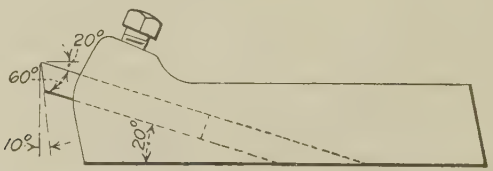

FIG. 52.—Tool bit is held in the holder at an angle of 20 deg. to give the front rake.
In lathe tools it usually is necessary to have the top of the tool on a double slope, from the front and from the side, otherwise the cutting angle will not be acute enough. Also, having the double slope causes the chip to "flow" in the desired direction. The slope from the front is called *front rake* (in some shops, back rake) and the slope from the side is called *side rake* (see Fig. 49). The number of degrees of these rake angles depends, of course, on the cutting angle required, the more rake a tool has the less cutting angle it has, that is, the sharper the wedge is. A cutting angle of 70 deg. is average for cast iron and tool steel, and 60 deg. is average for machine steel. In a toolholder the front rake is taken care of, usually, by the position of the bit at an angle in the holder (Fig. 52). The side rake may be nicked in the bit or it may be ground as illustrated in Fig. 51.
65. Grinding Cutting Tools.—The beginner should grind a practice piece of machine steel (preferably a little larger than the tool bit so as not to get them mixed) and acquire the knack before attempting to grind an expensive tool bit. It may be fairly difficult at the start to grind the proper front clearance because the bit when in use is held at an angle in the holder. Until the eye is trained, use a gauge. The 60-deg. center gauge is suitable, if 10 deg. front clearance is wanted, because in most of the holders the tool bit is set at an angle of 20 deg. with the horizontal (Fig. 52). For any other than 60 deg.